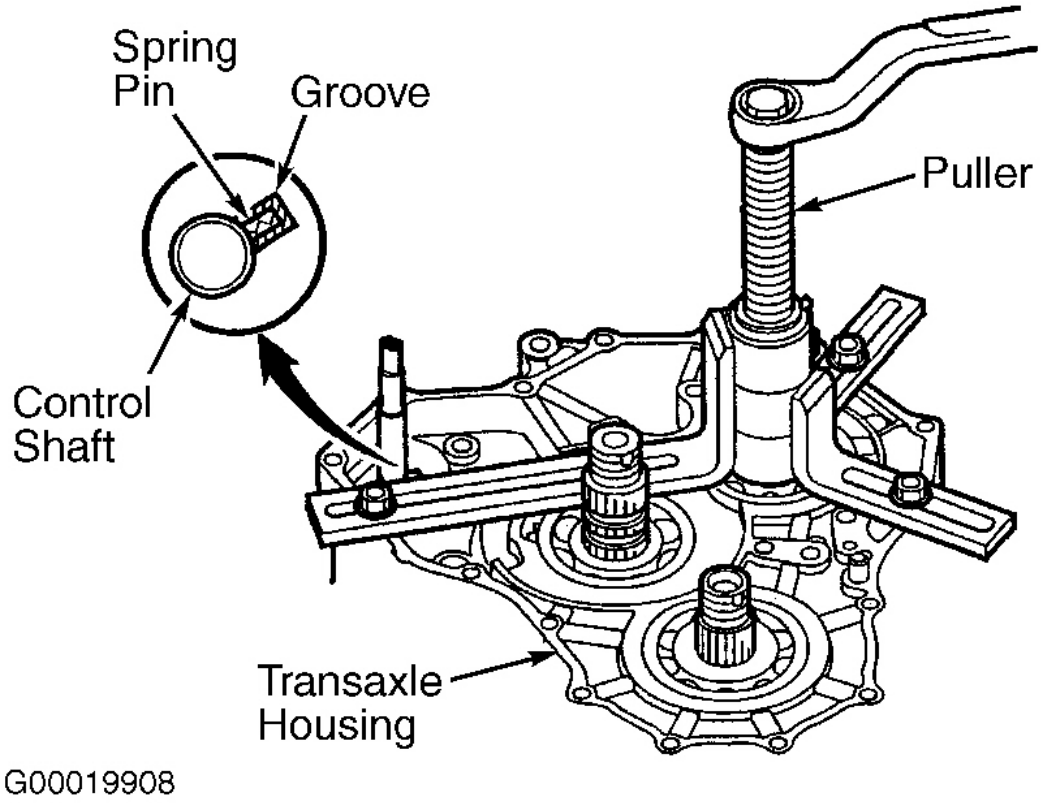

Fig. 10: Aligning Spring Pin & Removing Transaxle Housing
5. Align the spring pin on the control shaft with the transmission housing groove by turning the control shaft. See **Fig. 10** .